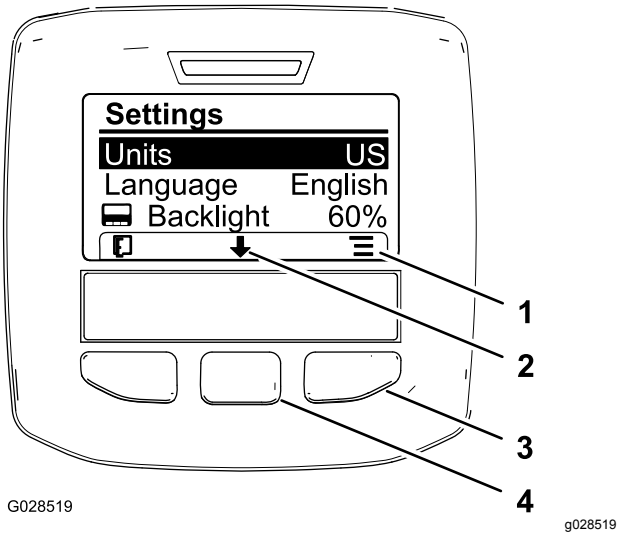

Figur 63
2. Måleenhed ændres ved at trykke på den højre valgknap for at ændre de angivne måleenheder (Figur 63).
3. Det viste sprog på skærmen ændres ved at trykke på den midterste valgknap (knappen under nedpilen på skærmen) for at flytte den valgte indstilling til Sprog (Figur 63).
4. Tryk på den højre valgknap (knappen under listeikonet på skærmen) for at fremhæve det angivne sprog, der bruges på skærmen (Figur 63).
6. Tryk på den venstre valgknap for at vende tilbage til startskærmen (Figur 63).